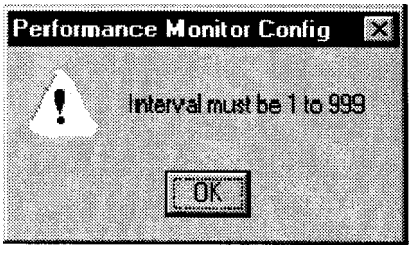

FIGURE 4-71B. CQARS ON LINE UPDATE INTERVAL OUT OF RANGE WINDOW
(1) Place the cursor in the box, delete the numeric, and type in the new numeric or,
(2) Place the cursor in the box, hold the left mouse button down, and select/block the numeric. Type in the new numeric.
(3) Observe an Error Dialog box (Figure 4-71B) if the Update Interval is Out of Range.